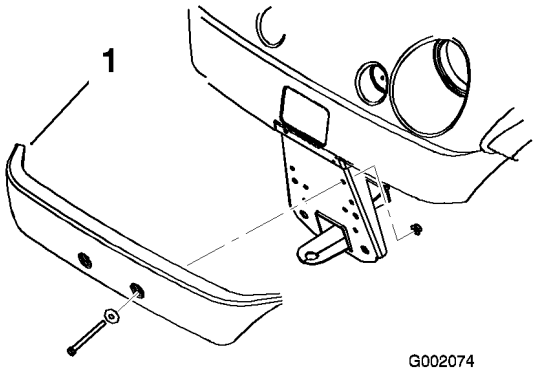

Figur 5
2. Passa in monteringshålen och säkra stötdämparen vid ramen med de fästelement som tidigare togs bort (Figur 5).